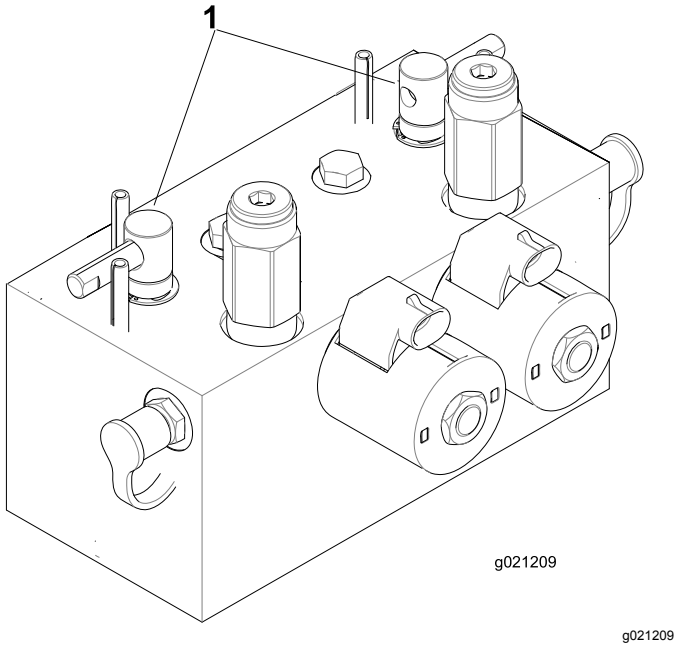

Figur 75
2. Lås opp og hev setet for å vise slipespakene (Figur 75).
5. Velg enten fremre, bakre eller begge slipespaker for å bestemme hvilke spoler som slipes (Figur 75).